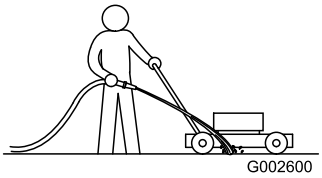

Rysunek 23
1. Przy pracującym silniku na płaskiej utwardzonej powierzchni skieruj strumień wody na przód **prawego** tylnego koła (Rysunek 23).